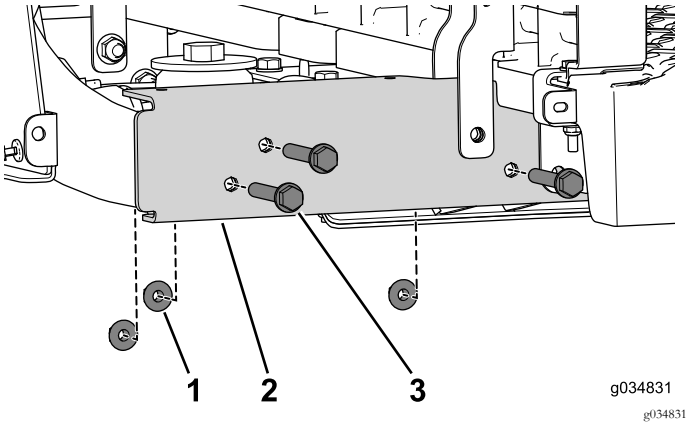

Figur 17
4. Fjern de tre flensboltene (3/8 x 2-1/2 tomme) og mutrene (Figur 17). Gjør dette på begge sider av maskinen.